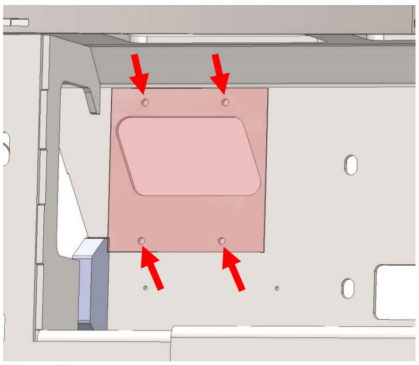

Figure 14.
14. Take the plastic sheet (61784) and hold it in the bumper mark drilling holes for mounting. Make sure to comletely cover the sensor hole opening with the plastic sheet before making the drilling locations. Figure 14.